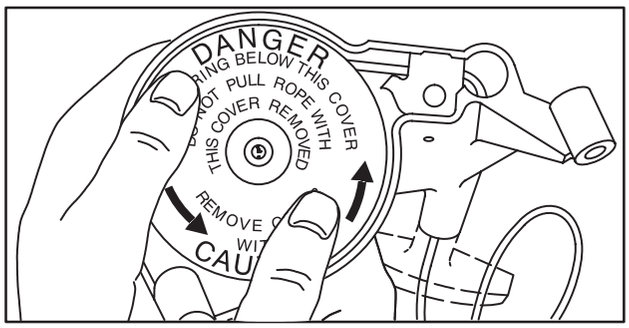

Fig. 632 – RETRACTING ROPE
9. Rotate pulley in a counterclockwise direction until rope is fully retrieved, Fig. 632.